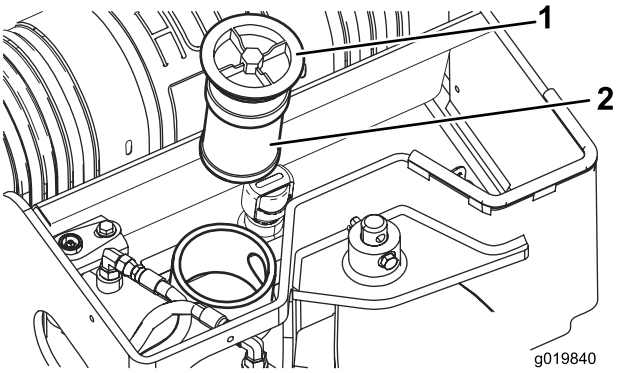

**Figur 59**
5. Gör rent i området runt hydraultankens påfyllningsrör och ta bort locket och filtret från röret med en hylsnyckel (Figur 59).